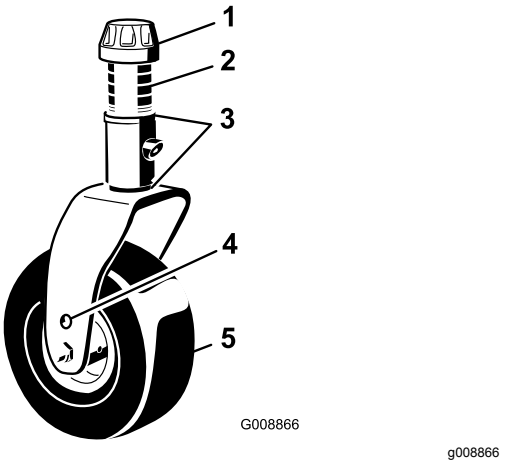

Figuur 104
1. Verwijder de klemkapjes van de spilas en schuif de as uit de zwenkwielarm (Figuur 104). Verplaats indien nodig de opvulstukken om het zwenkwiel hoger of lager te zetten totdat het maaidek de correcte schuinstand heeft